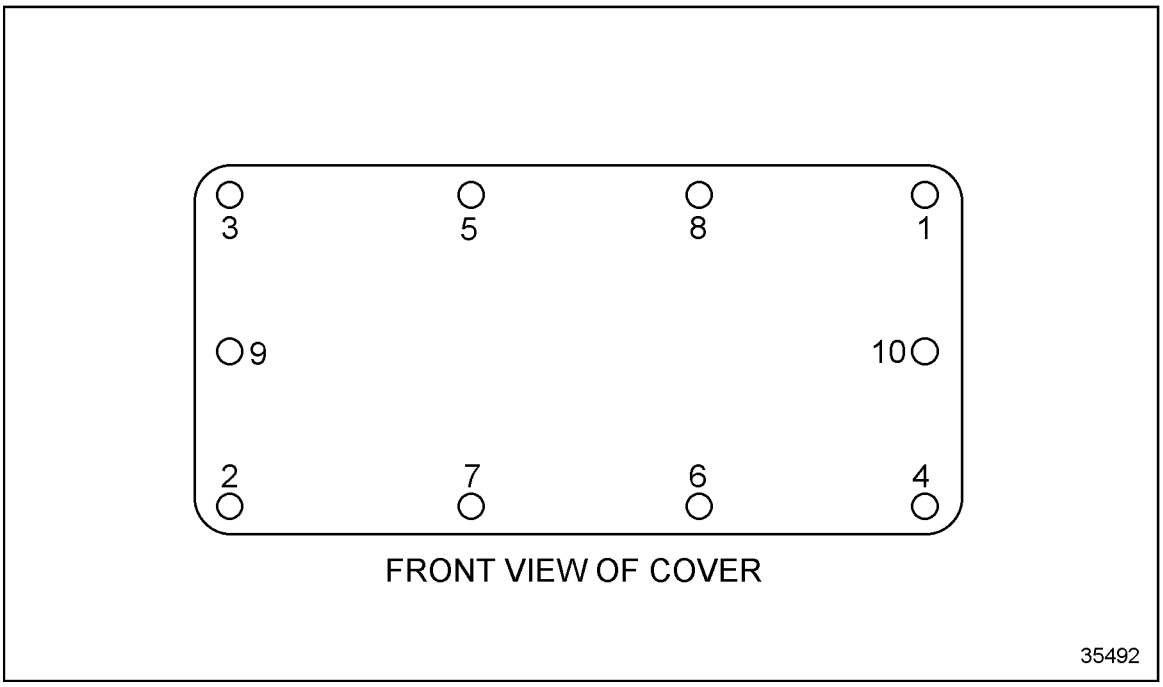

Figure 4-94 Heat Exchanger Bolt Hole Location
1. Install two M12 1.75 X 180 mm long bolts, each with two spacers, into the center right and center left holes in the heat exchanger tank/backplate (locations 9 and 10 see Figure 4-94). The spacers will properly align the plates during assembly.